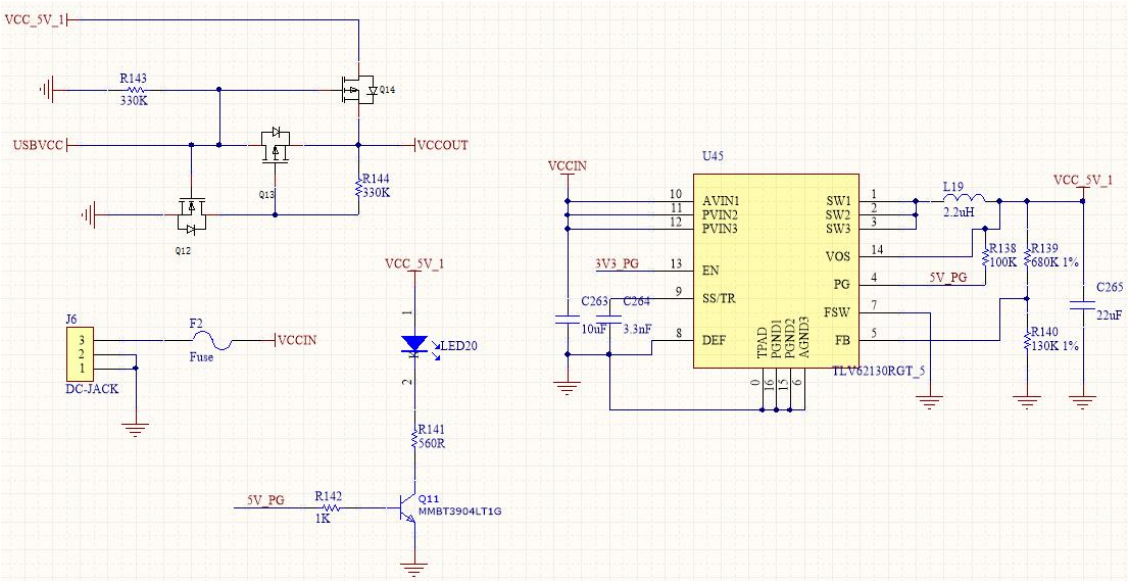

图3-9 电源适配器和USB供电电路
⑥、电源适配器输入
在④介绍USB口可以供电，这里可以提供电压适配器供电，电压为12V,电流为1.5A，这样保证整个板正常工作。图3-9是电源适配器和USBVCC供电通过三极管，输出VCCOUT，通过电源开关给整个板子供电VCC_5V，一般情况下不配这个插口。